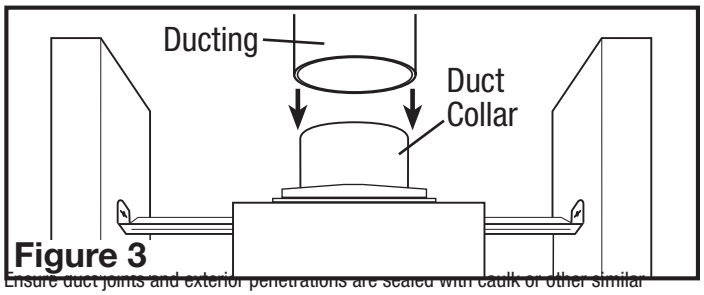

Figure 3
1. Connect the ducting to the fan's duct collar **(Figure 3).** Secure in place using tape or screw clamp. Always duct the fan to the outside through a wall or roof cap. It is recommended that low restriction termination fittings be used.